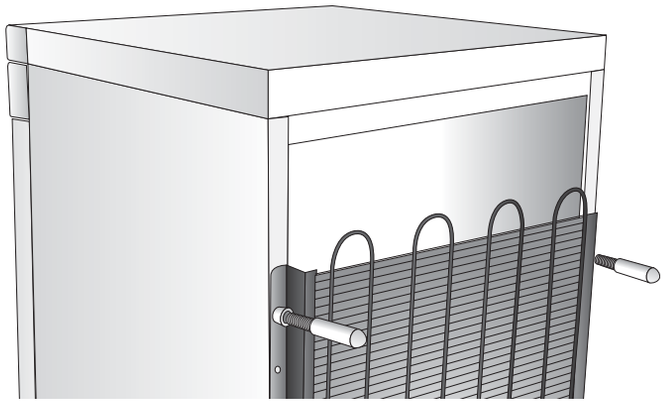

fig. 4
E) Se l'apparecchio e dotato di distanziali (Fig. 4) applicateli sulla parte superiore del condensatore posto sulla parete posteriore.
E) Если оборудование оснащено распорками (Рис.4) установите их на верхнюю часть конденсатора, расположенного на задней стенке.
E) Jeżeli urządzenie posiada przekładki (Rys. 4), to należy je założyć na górna część kondensatora, znajdującego się na tylnej ścianie.
E) Якщо обладнання має прокладки (рис. 4), встановіть їх на верхній частині конденсатора, розташованого на задній стінці.